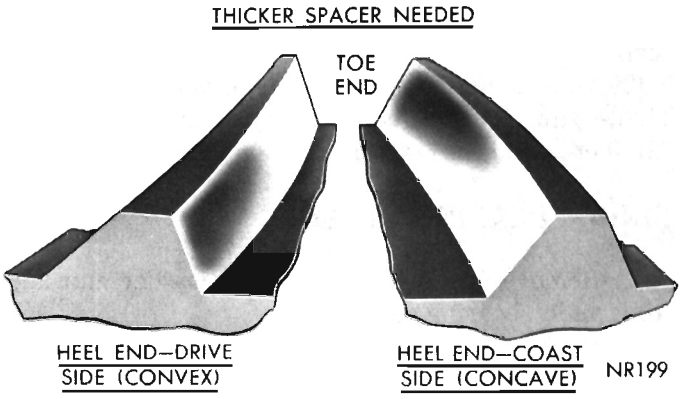
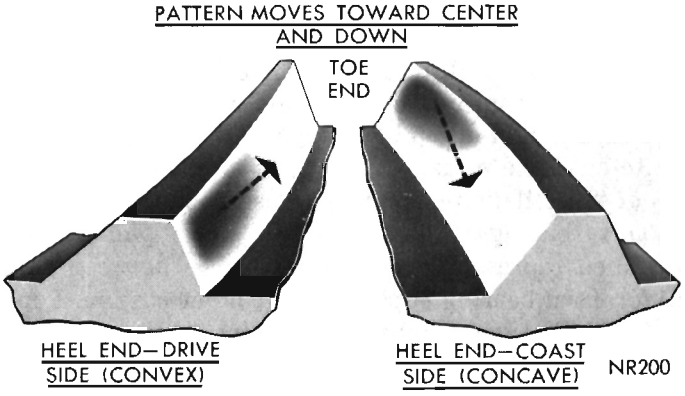

Fig. 33—Incorrect Tooth Contact Pattern (Increase Shim Pack Thickness)
Fig. 34—Effect on Tooth Contact Pattern as Shim Pack Thickness is Increased
(3) If after observing the contact pattern and you find it resembles that in (Fig. 33), the drive pinion is too far away from centerline of the ring gear, the contact pattern will appear high on the heel on drive side and high on toe on coast side. To correct this type tooth contact pattern, increase the thickness of shim pack located behind the rear pinion bearing cup (Fig. 34), which will cause the high heel contact on drive side to lower and move toward the toe; the high toe contact on coast side will lower and move toward the heel.